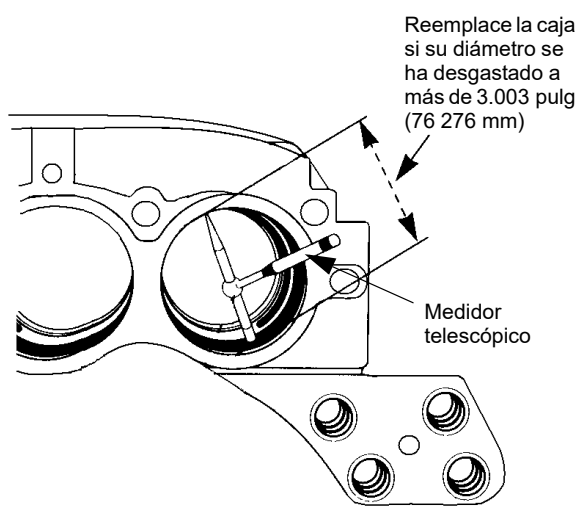

FIGURA 8-15
3. Mida el diámetro de la cavidad de la caja. Reemplace la caja si su diámetro se ha desgastado a más de 3.003 pulg (76.276 mm) (Figura 8-15).